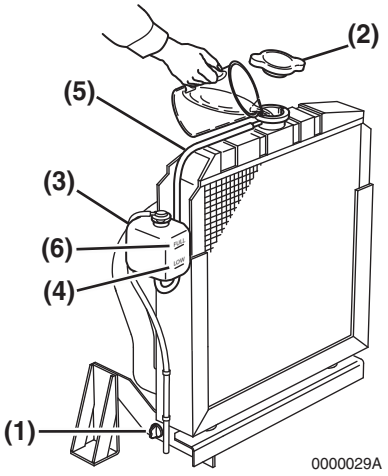
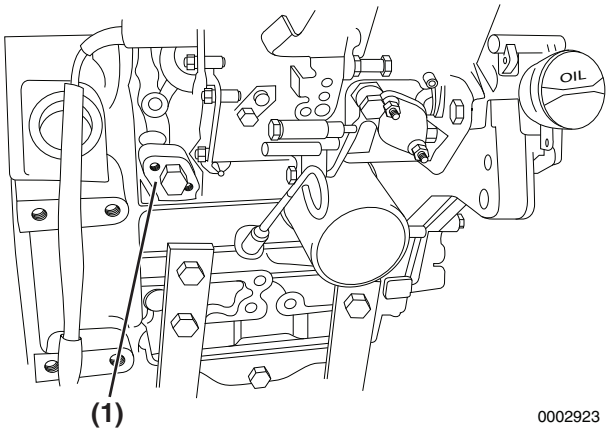

Figure 4-7
Figure 4-8
1. Check to be sure the radiator drain plug is installed and tightened or the drain cock **(Figure 4-7, (1))** is closed. Also make sure the coolant drain plug **(Figure 4-8, (1))** in the cylinder block is closed.
2. Remove the radiator cap **(Figure 4-7, (2))** by turning it counterclockwise about 1/3 of a turn.
4. Reinstall the radiator cap **(Figure 4-7, (2))**. Align the tabs on the back of the radiator cap with the notches on the engine coolant filler port. Press down and turn the cap clockwise about 1/3 of a turn.
5. Remove the cap of the reserve tank **(Figure 4-7, (3))**, and fill it to the LOW (COLD) mark **(Figure 4-7, (4))** with engine coolant. Reinstall the cap.
6. Check the hose **(Figure 4-7, (5))** that connects the reserve tank **(Figure 4-7, (3))** to the radiator. Be sure it is securely connected and there are no cracks or damage. If the hose is damaged, engine coolant will leak out instead of going into the reserve tank.
7. Run the engine until it is at operating temperature. Check the level of engine coolant in the reserve tank. When the engine is running and the engine coolant is at normal temperature, the coolant level in the tank should be at or near the FULL (HOT) mark **(Figure 4-7, (6))**. If the engine coolant is not at the FULL (HOT) mark **(Figure 4-7, (6))**, add additional engine coolant to the reserve tank to bring the level to the FULL (HOT) mark.